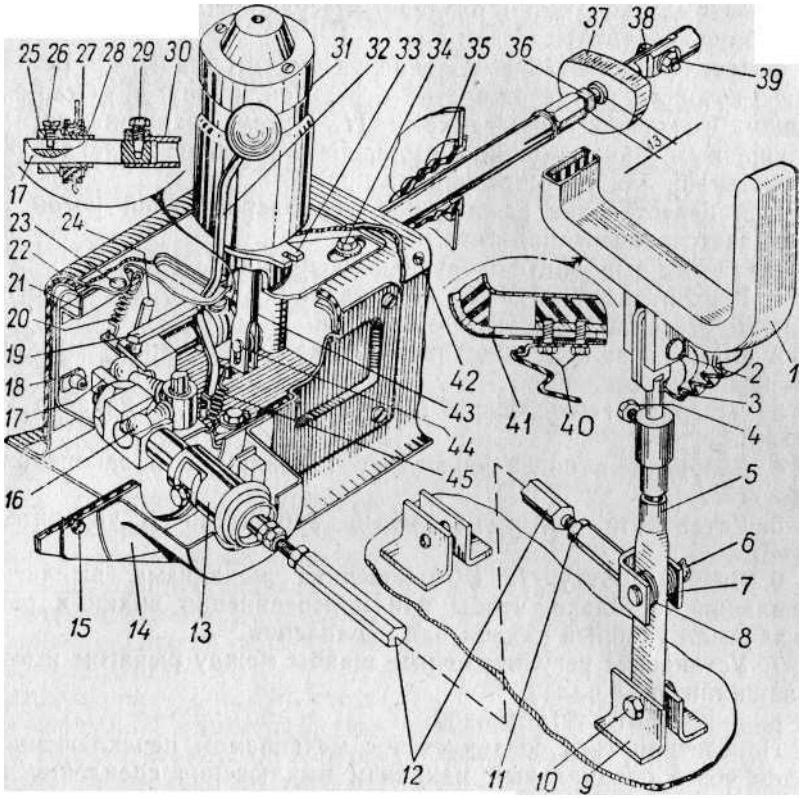

Рис. 19. Механизм переключения передач:
Управление коробкой передач осуществляется ногой с помощью вилки / (рис. 19), установленной на рычаге *5.* Поперечной тягой *12* рычаг соединен с механизмом переключения передач, установленным в туннели пола кузова.
Для поворота вала управления при включении III передачи на корпусе механизма переключения передач устанавливается специальное тяговое реле *31,* соединенное с опорой ползуна тягой *43* (рис. 19).
1. Ввернуть муфту в вал управления до размера примерно 13 мм между торцом вала и плоскостью муфты (рис. 19).
2. Рычагом включения заднего хода установить упор ползуна *24* против контрольного отверстия *23,* прижав его к упору *21* в корпусе (рис. 19).